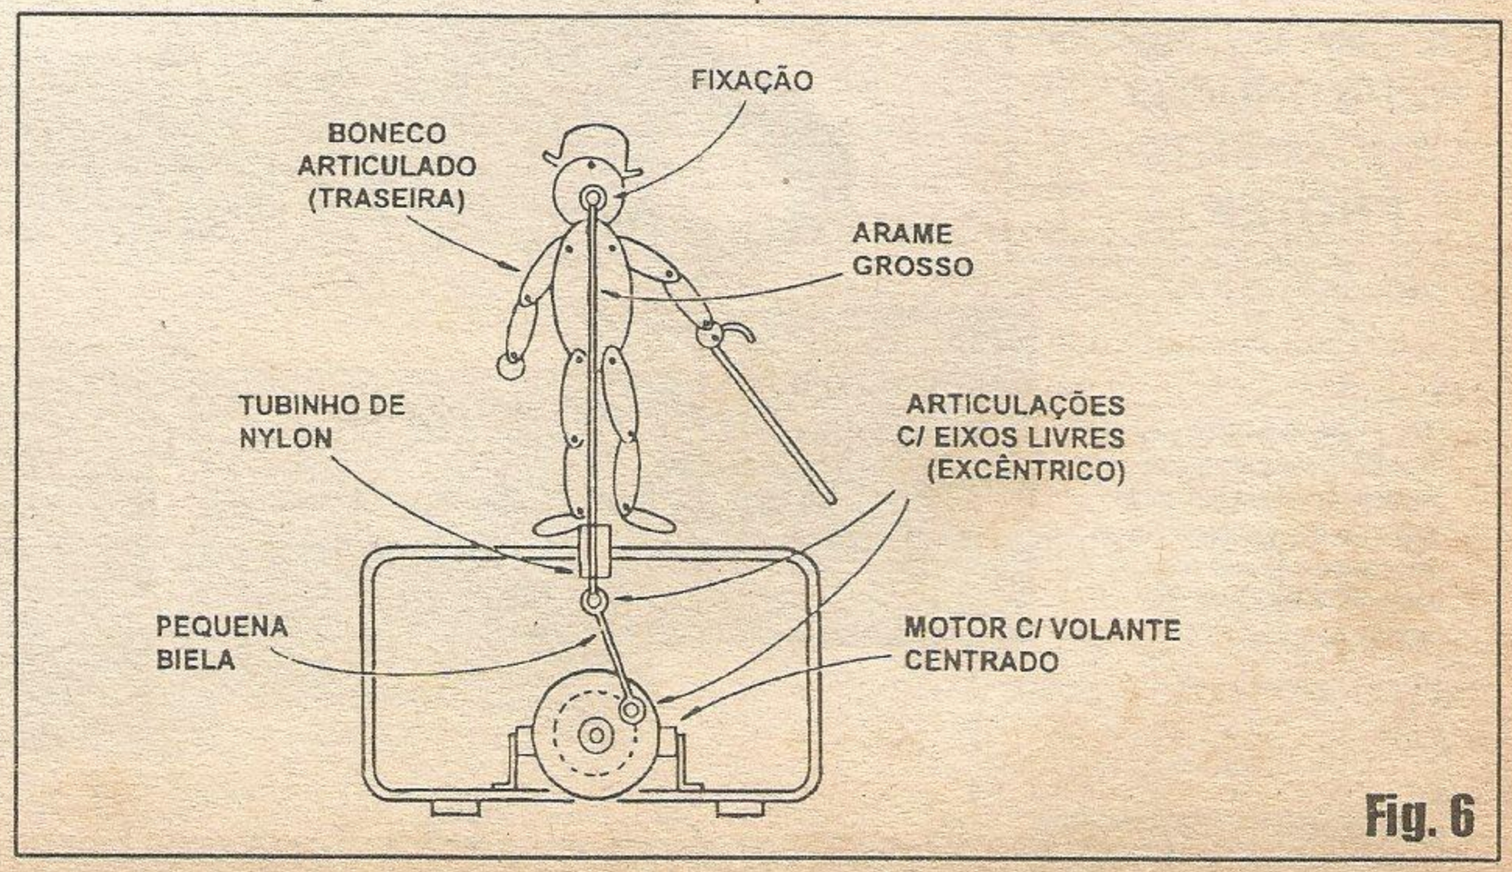

Fig. 6
**- FIG. 6 - OUTRA OPÇÃO PARA A MANIFESTAÇÃO ATIVA DO *TREMELIK*...** - Quem quiser algo mais sofisticado ou mais *artístico*, poderá desenvolver mecanicamente a idéia sugerida no diagrama... Nela, um pequeno boneco articulado (pequenos *eixos* posicionados de modo a permitirem livre movimento de *braços* e *pernas*, pelo menos...) deve se feito, colocado sobre a caixa que contém o circuito, pilhas e motorzinho. Um pedaço de arame, pouco flexível, fixado numa extremidade à traseira da *cabeça* do boneco, deve penetrar num tubinho de passagem, de *nylon* (um pedacinho de *carga* de esferográfica, vazia, por exemplo...) fixado num furo no centro da parte superior do *container*... *Lá dentro*, a extremidade do arame deverá estar disposta em pequena argola, interligada à uma bielinha, cujo outro eixo pivotará sobre um pino colocado junto à borda de um volante (rodela), este fixado de modo bem centrado ao eixo do micro-motor... Com tal arranjo, quando o motorzinho girar, o arame, fora da caixa, executará um forte e nítido movimento de sobe-desce, verticalmente entrando e saindo, por alguns centímetros, através do tubinho guia. O boneco articulado, pela liberdade axial dada aos seus *membros* (êpa!), executará - nessas circunstâncias - uma rápida e estranha *dança*, como se estivesse... *tomado por um micro-demônio*... (essa, nem *Stephen King*, hein...?). Tão inesperadamente quando surgiu, o *ataque* do bonequinho cessará, para recomeçar decorridos mais ou menos 10 minutos, enquanto a alimentação continuar aplicada...! Nesse tipo de manifestação, se ficar comprovado que o giro do motor é excessivamente rápido para gerar um movimento articulado interessante no boneco, é possível tentar uma redução na velocidade, ou através de um demultiplicador por engrenagens ou polias, ou (mais fácil...), simplesmente reduzindo-se a energia aplicado ao dito micro-motor, pela intercalação - em série com o mesmo - de um resistor, cujo valor certamente ficará na faixa que vai de 10R a 100R (experimentar e tornar definitivo o valor mais conveniente, que dependerá muito da corrente nominal do motorzinho...).